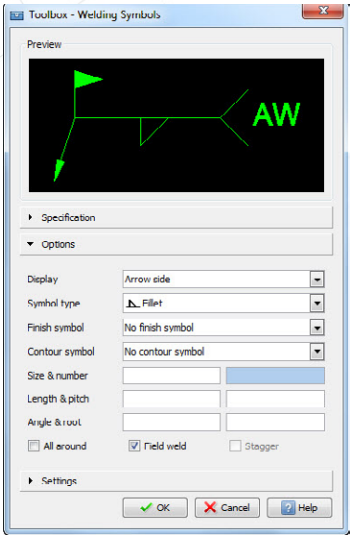

Figure 5-17b
b. **Options** allow you to change the display of the Weld Symbol. (Figure: 5-17b)